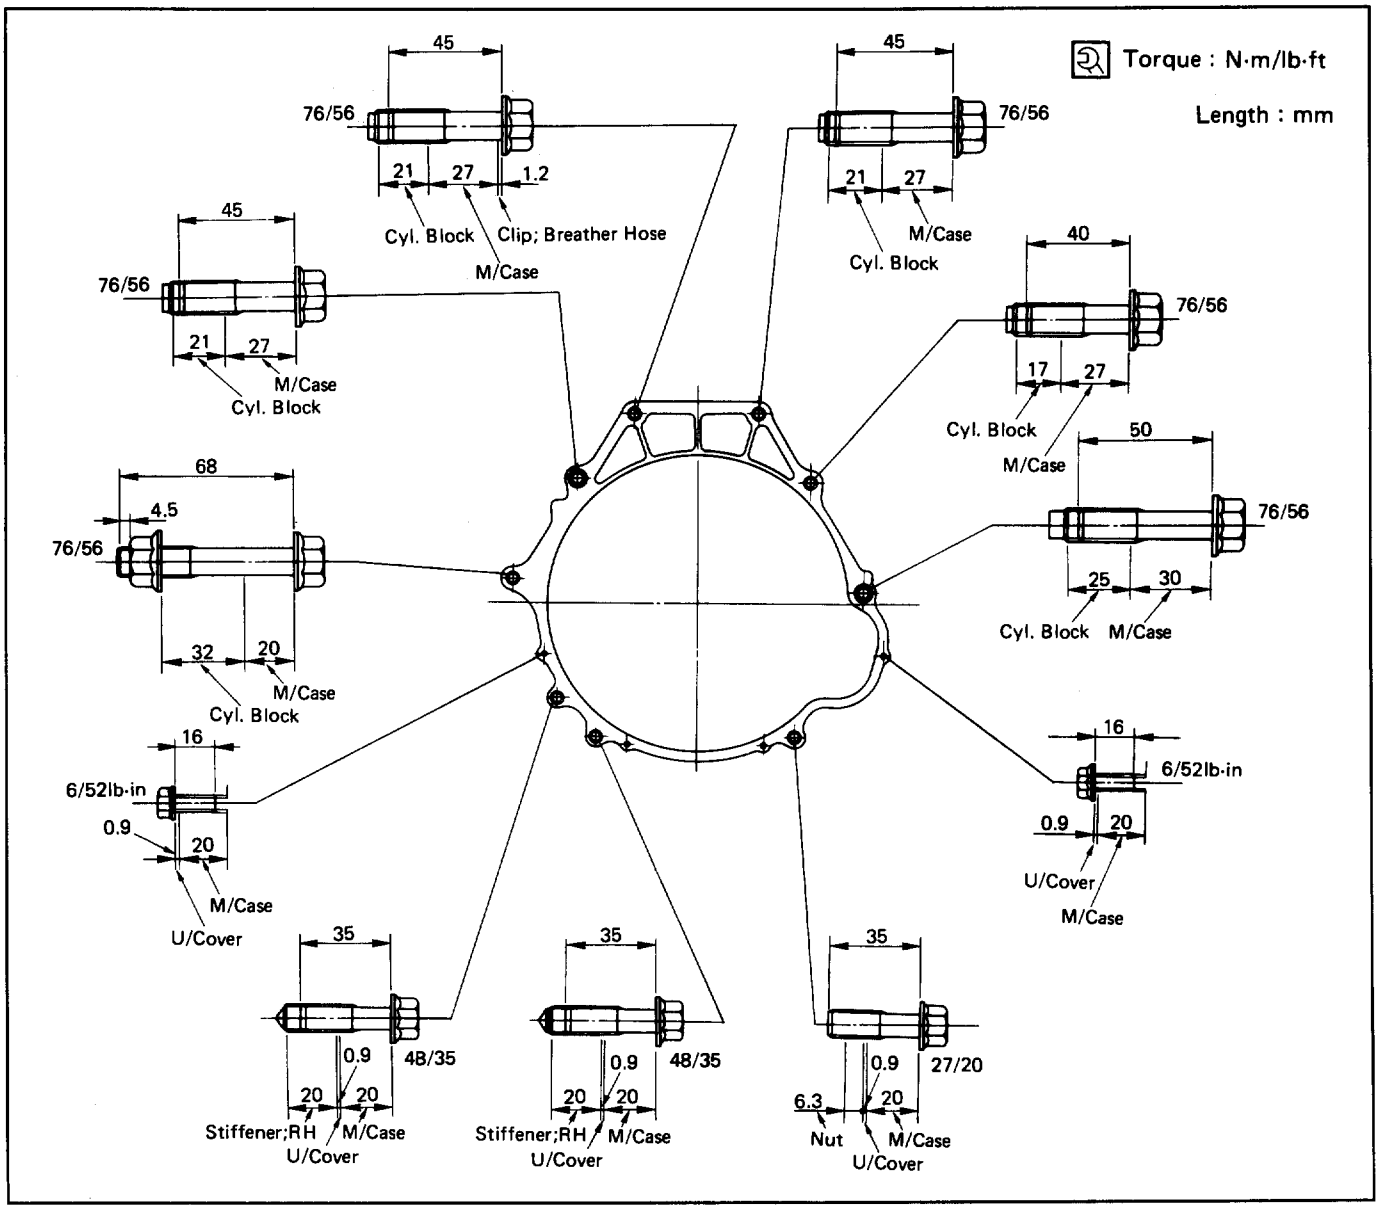

Fig. 7A-28
- Tighten engine-transmission bolts, to the specified torque (Fig. 7A-28).